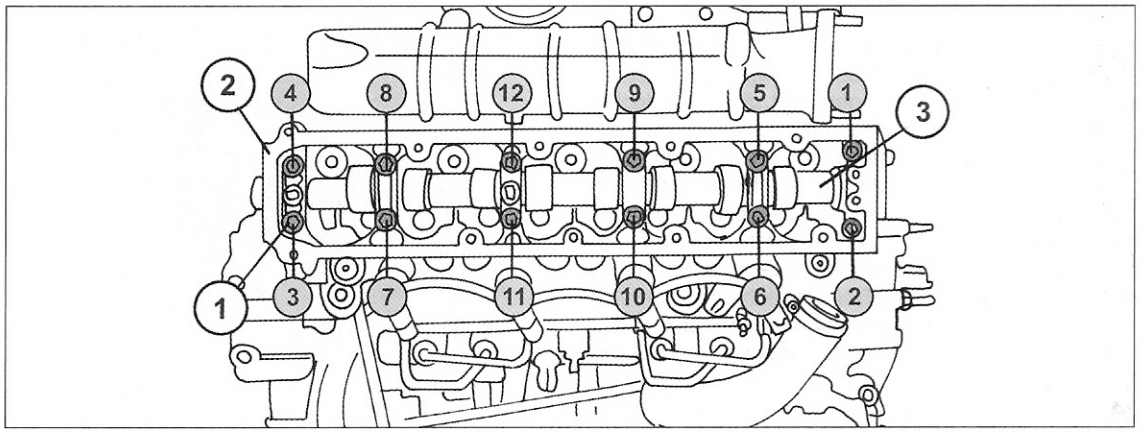

Bild 131
- Die Nockenwelle ist jetzt ausbaufertig. Dabei folgt man Bild 131. Die Schrauben (1) entsprechend der angegebenen Reihenfolge in mehreren Durchgängen lockern, bis sie frei zum Herausziehen sind. Das Nockenwellengehäuse (2) herunterheben, wie es bereits in Bild 69 gezeigt wurde und die Nockenwelle (3) herausnehmen. Die unter dem Gehäuse eingelegte Dichtung entfernen.
- Die Schrauben (1) in Bild 131 einschrauben und handfest anziehen. Die Schrauben werden jetzt in umgekehrter Reihenfolge von Bild 131 (12 Schrauben) mit 10 – 11 Nm angezogen.